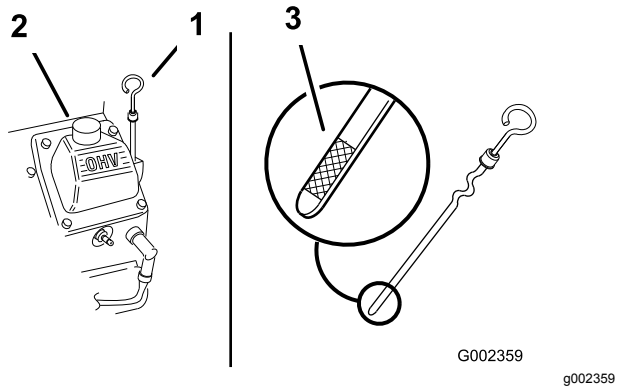

Figur 45
2. Rengjør rundt peilestaven (Figur 45), slik at smuss ikke kan komme ned i påfyllingshullet og kan skade motoren.
3. Ta ut peilestaven, tørk den ren og sett den tilbake på plass slik at den når helt ned (Figur 45).
Oljenivået skal være mellom "F" (full)- og "L" (lav)-merkene på peilestaven (Figur 45).
5. Hvis oljenivået er under L (lav)-merket, tar du av lokket på påfyllingsrøret (Figur 45) og fyller olje til nivået når opp til F (full)-merket på peilestaven.